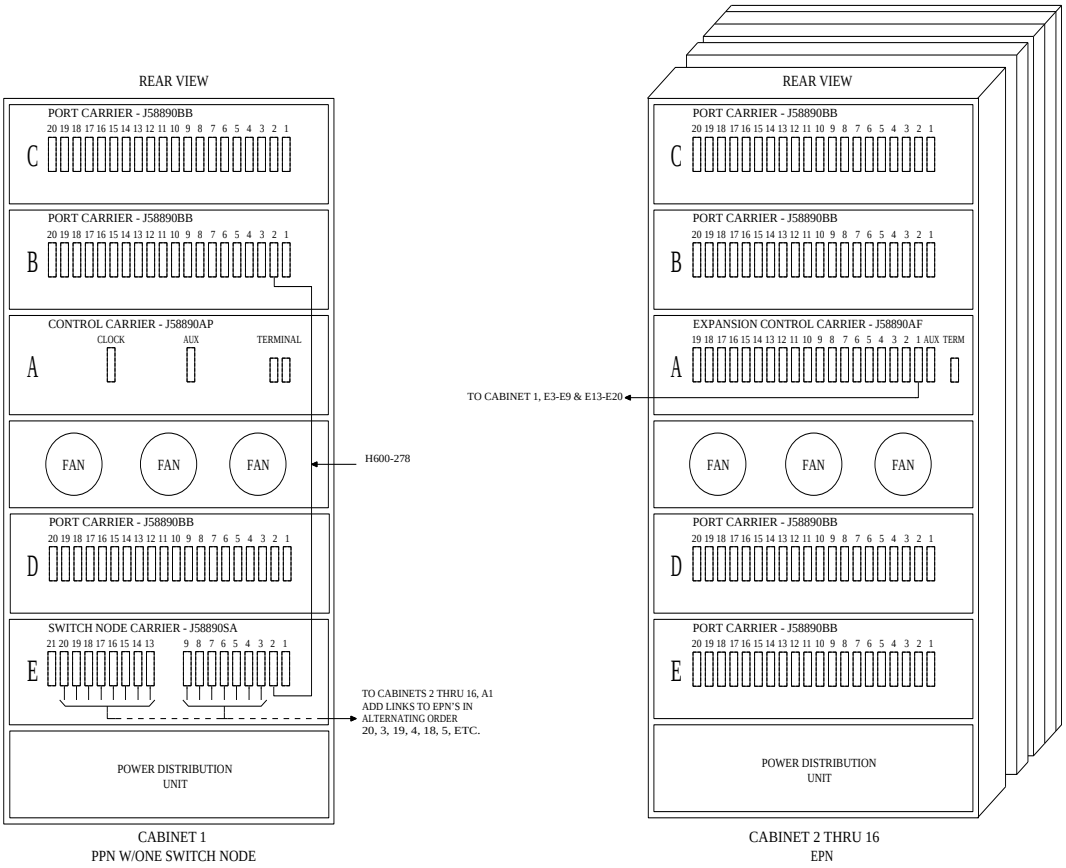

Figure 6-17. Fiber-Optic Connections through Center Stage Switch
1. Behind the PPN cabinet (see Figure 6-17):
2. Behind switch node carrier E of PPN cabinet 1 (see Figure 6-17):